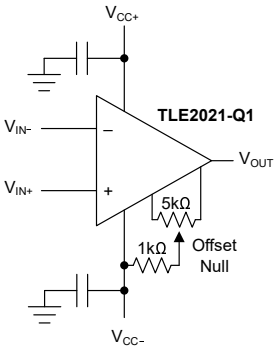

图 6-2. 输入失调电压零电路
TLE202x-Q1 系列提供外部空引脚，其可用于进一步降低输入偏移电压。图 6-2 展示了需要此功能时，如何连接电路。调整外部电阻值以达到期望的性能。当不需要外部归零时，让归零引脚悬空即可。这种调整只用于消除运算放大器的失调电压。不要使用此调整来补偿系统中其他地方产生的偏移，因为这可能会引入额外的温漂。
- 更新了图 6-2 *输入偏移电压零电路* 23